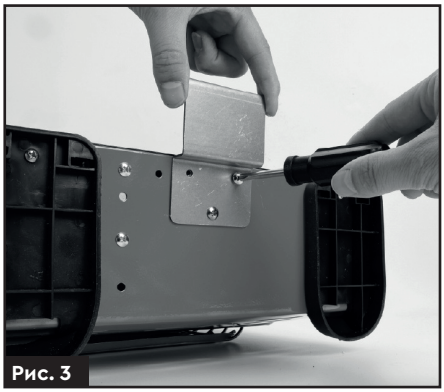

Рис. 3
2. Встановіть нижній кронштейн для газового балона **(рис.3)**.